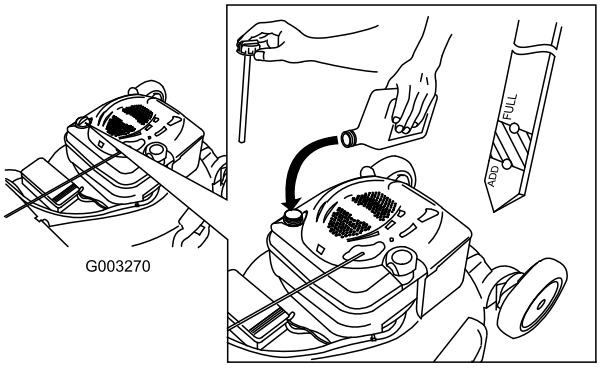

Figur 10
1. Ta ut peilestaven, rengjør den og sett den deretter på plass igjen (Figur 10).
2. Ta ut peilestaven, og kontroller oljenivået (Figur 10). Hvis oljenivået er lavere enn Add-merket, hell olje **sakte** inn i oljepåfyllingsrøret for å heve oljenivået til Full-merket på peilestaven. **Ikke fyll på for mye.** (Maks. påfyll: 0,59 l, type: rensende SAE 30-olje med API-serviceklassifisering SF, SG, SH, SJ, SL eller høyere.)